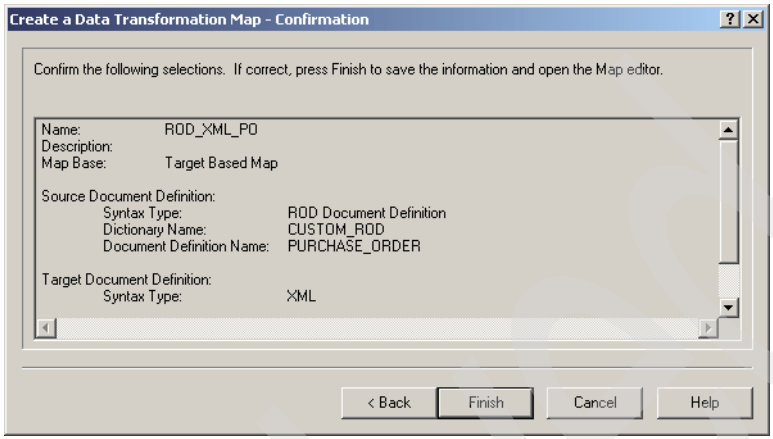

Figure 15-25 Confirm selections
16. The Create a Data Transformation Map - Confirmation window opens. Review the information displayed in this window and, if it is correct, click **Finish** (Figure 15-25).